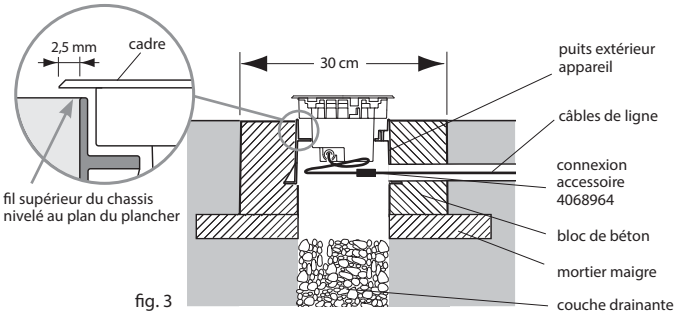

fig. 3
5) se référer à la figure 3, faire une base de ciment sur laquelle s'appuie le bloc de beton en ayant soin de laisser au centre un trou de diamètre 6 cm pour le drainage. Prévoir le le passage des câbles électriques.
6) insérer le puits extérieur de l'appareil dans un bloc de fondation en béton dosé à 200 Kg de ciment type 325 par mètre cube de mélange ayant un diamètre (ou un côté) non inférieur à 30 mm. Le bord supérieur du puits extérieur de l'appareil devra être parfaitement nivelé au plan du sol selon le detail de fig.3.